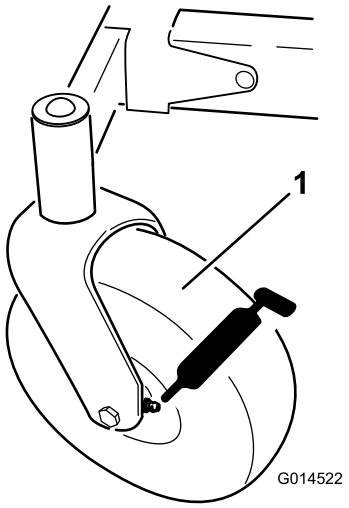
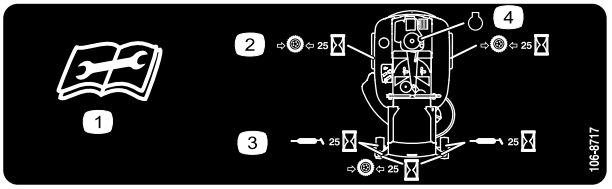

Figur 28
Figur 29
3. Torka av smörjnipplarna (Figur 28 och Figur 29) med en trasa. Skrapa av eventuella färgrester från nipplarnas framsida.
4. Sätt en fettspruta på varje nippel (Figur 28 och Figur 29). Pumpa in fett i nipplarna tills det börjar tränga ut ur lagren.